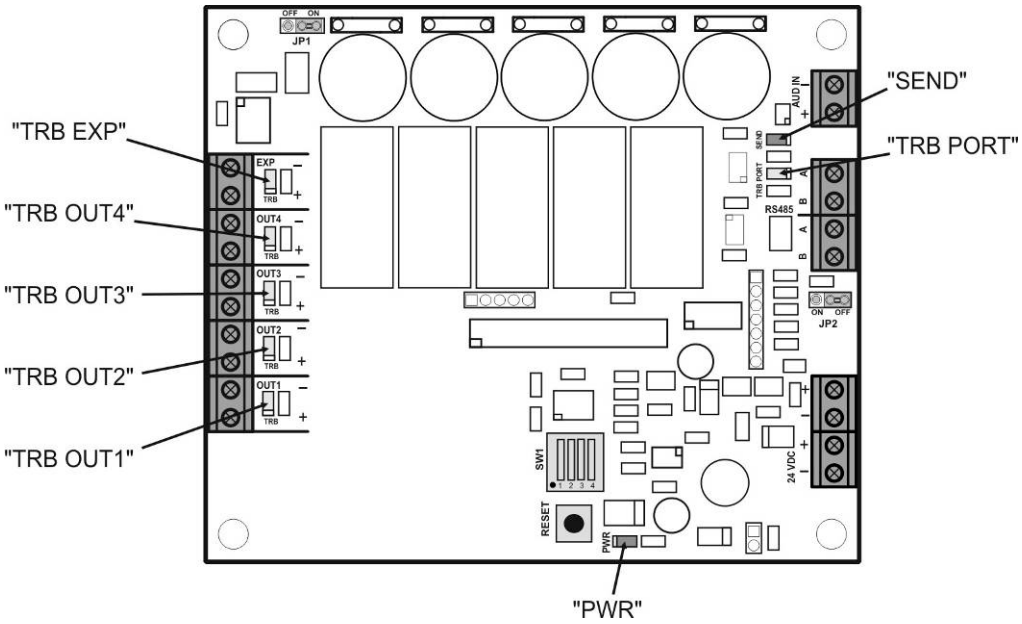

Рис.12
На Рис.12 показано расположение светоиндикаторов на печатной плате разветвителя AL-RU .
5) Если горит какой-либо желтый светодиодный индикатор, это значит, что в разветвителе AL-RU или в линиях оповещателей обнаружена неисправность. Проверьте состояние желтых светодиодных индикаторов (см. Рис. 12) для того, чтобы определить, какая именно неисправность произошла.